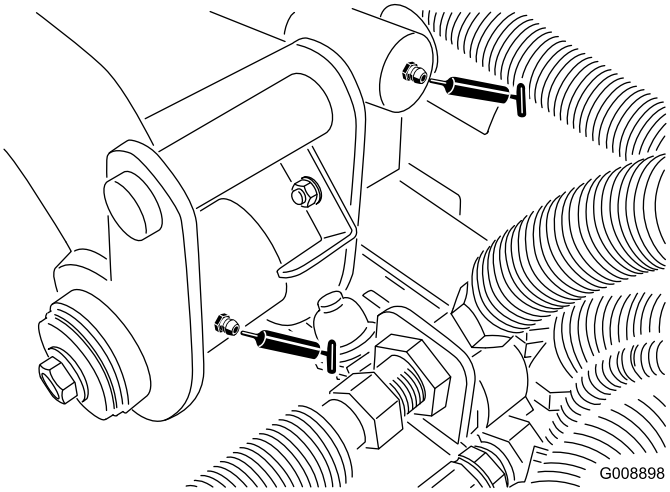

**Figur 51**
- Bageste løftearms drejetap og løftecylinder (2) (Figur 51)